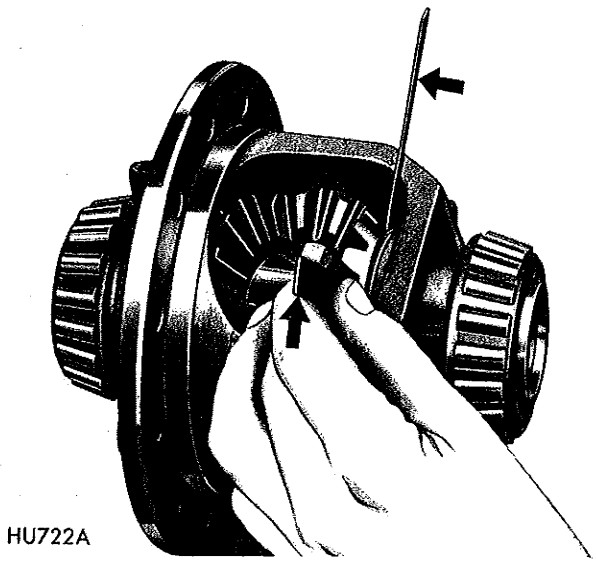

*Fig. 20—Measuring Differential Gear Clearance*
(7) Rotate differential case several complete revolutions while noting total indicator reading. This reading must not exceed .003 inch runout. If runout is in excess of .003 inch, differential case must be replaced. **In a case where the runout does not exceed .003 inch it is often possible to reduce the runout by positioning the drive gear 180° from point of maximum runout when reassembling drive gear on differential case.**
(8) Using two feeler gauges of equal thickness, insert between the differential case and side gear (Fig. 20). If clearance exceeds .012 inch, install new thrust washers.
(9) With a flat nose drift and hammer, remove differential pinion shaft lock pin from back side of drive gear flange. (The hole is reamed only part way through, making it necessary to remove lock pin from one direction.)